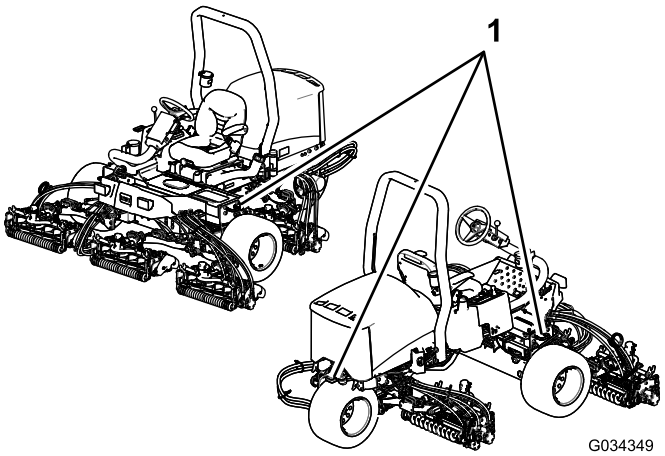

Rysunek 44
- Bezpiecznie przywiąż maszynę za pomocą pasów, łańcuchów, kabli lub lin. Zarówno przednie, jak i tylne pasy powinny być skierowane w dół i na zewnątrz od maszyny; patrz Rysunek 44.